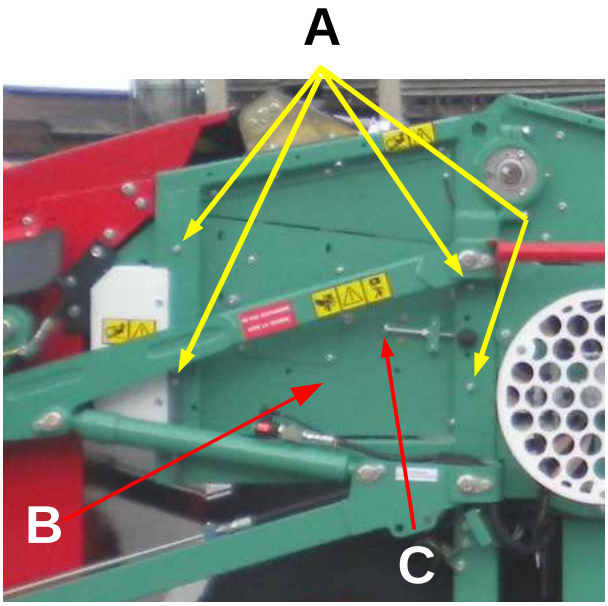

Figure 58
- Desserrez les vis (figure 58, repère A). Faites reculer la tôle (figure 58, repère B) en vissant la vis (figure 58, repère C) de chaque coté de la machine.
Une fois le réglage effectué, resserrez les vis (figure 58, repère A).